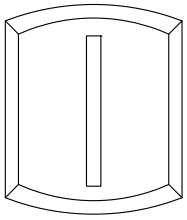

Abb. 1 Einsetzen des Postens
- Zum Einsetzen der Sprosse **5** drücken Sie den Rahmen **4** auseinander (siehe Abb.1).